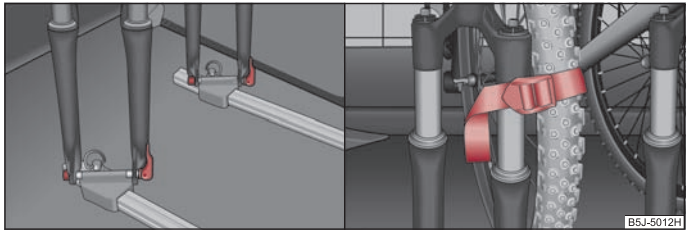

Fig. 70 Montar la bicicleta / fijación de la rueda delantera
– Poner la horquilla de bicicleta sobre el eje de fijación y fijarlo mediante la sujeción rápida ⇒ fig. 70.
– Lo mejor es colocar la rueda delantera suelta entre la biela del pedal izquierdo y el marco de la bicicleta; fijarla por medio de un cinturón a la horquilla delantera ⇒ fig. 70 o bien en uno de los puntos de fijación.